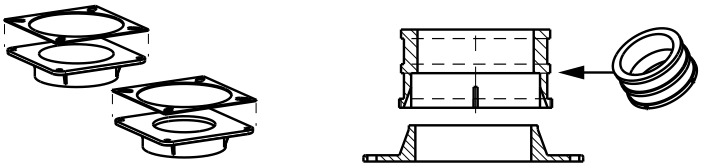

Fig. 58 – Vent Coupling and Adapter with Gaskets
1. Apply the gaskets to the vent pipe and combustion air pipe adapters. If supplied, remove and discard round center "slug" from interior of gasket (Fig. 58).